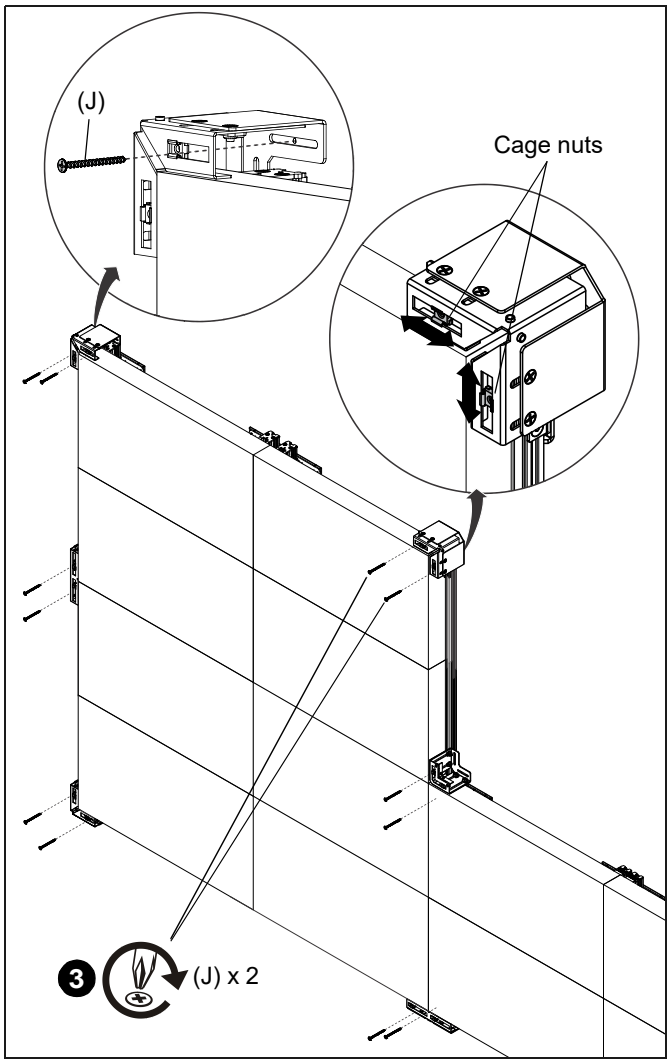

**Figure 3**
3. Place and hold the outside corner assemblies (A), inside corner assemblies (E), and seam assemblies (C) in the desired positions and install to the wall using two wood screws (J) per assembly. (See Figure 3)
**NOTE:** Insert the wood screws (J) through the slots in the front face of each assembly and install into the slot placed against the surface of the wall. Use a 6" Phillips drill bit or screwdriver to help reach through the front slots.